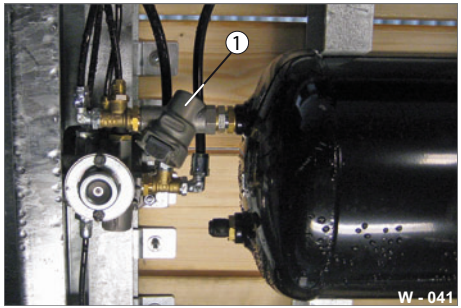

Abb. 41 Leitungsfilter für Druckluftanlage
▶ Drücken Sie mit einem Schraubendreher den Deckel (Abb. 41/8) nach unten und ziehen Sie den Winkel (Abb. 41/9) heraus.
▶ Entnehmen Sie die beiden Federn (Abb. 41/3 & Abb. 41/6), die Dichtung (Abb. 41/7), das Zwischenblech (Abb. 41/5) und den Filter (Abb. 41/4) heraus.
▶ Reinigen Sie das Filtergehäuse (Abb. 41/2) mit einem sauberen, trockenen Lappen.
▶ Reinigen Sie den Filter (Abb. 41/4). Erneuern Sie den Filter bei starker Verschmutzung bzw. Beschädigung.
▶ Prüfen Sie die Dichtung (Abb. 41/7) auf Beschädigungen, Vorhandensein. Ersetzen Sie beschädigte Dichtungen.
- ▶ Stellen Sie die kleine Feder (Abb. 41/6) auf die Laschen des Zwischenblechs.
- ▶ Setzen Sie den Deckel (Abb. 41/8) darauf.